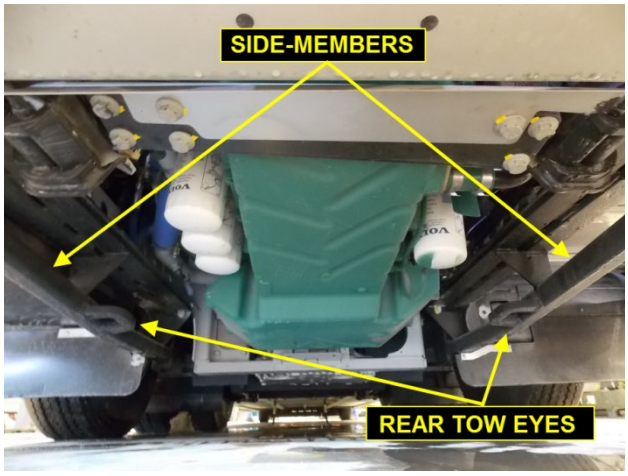

**FIGURE 60:** REAR TOW EYES ON SIDE MEMBERS LOCATED UNDER ENGINE CRADLE SUPPORT RAILS
5. Deploy the tow truck stinger arm. Place the axle forks under the rear tow eyes if equipped or under the side members (Figure 60).